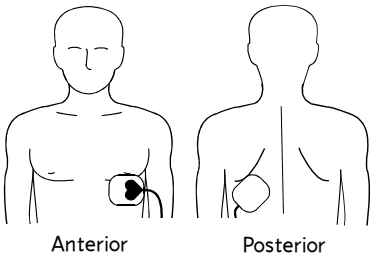

Abbildung 3-1 Platzierung anterior-posterior
1. Platzieren Sie entweder die ♥ oder die + Therapieelektrode über dem linken Präkordialbereich wie in Abbildung 3-1 dargestellt. Der obere Rand der Elektrode sollte sich unterhalb der Brustwarze befinden. Vermeiden Sie wenn möglich eine Platzierung auf der Brustwarze, dem Zwerchfell oder der knöchernen Wölbung des Brustbeins.
2. Platzieren Sie die andere Elektrode hinter dem Herzen im Gebiet unter dem Schulterblatt wie in Abbildung 3-1 dargestellt. Achten Sie für den Komfort des Patienten darauf, dass der Kabelanschluss nicht unter dem Rückgrat liegt. Platzieren Sie die Elektrode nicht auf den knöchernen Wölbungen des Rückgrats oder des Schulterblatts.